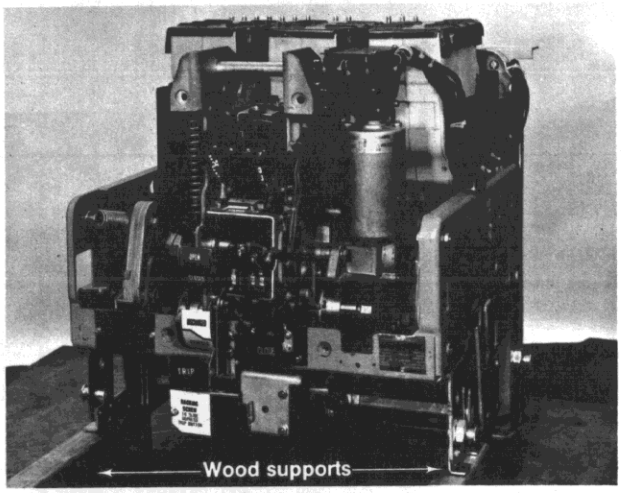

FIG. 1
1. Prior to removal of the escutcheon, support the breaker by placing a 2″ × 4″ × 6″ piece of wood under each of the two front rail stud supports. See figure 1. Do not rest the breaker on an overcurrent programmer unit at any time.